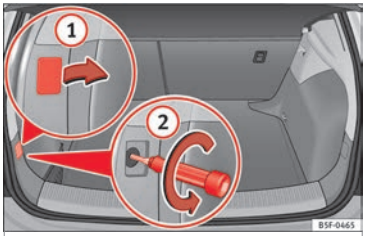

Fig. 115 Maletero: posición del tornillo de fijación para la unidad de luz trasera.
– Retire la cubierta haciendo palanca con el lado plano de un destornillador en el rebaje y retire la cubierta de la abertura ››› **fig. 115** (1).
– Desenrosque cuidadosamente con un destornillador el tornillo que hay detrás en sentido contrario a las agujas del reloj (flecha) ››› **fig. 115** (2).